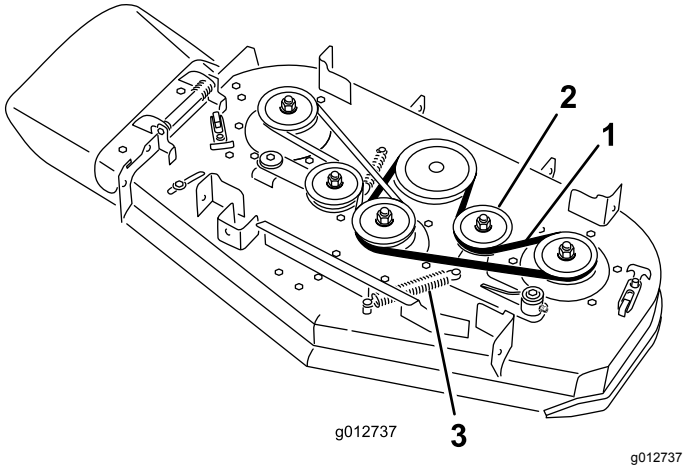

Rysunek 66
5. Zdejmij sprężynę z kołka zaczepu na jałowym kole pasowym (Rysunek 66).
6. Zdejmij zużyty pasek kosiarki (Rysunek 66).
7. Załóż nowy pasek wokół koła pasowego podwozia tnącego, wokół koła sprzęgła i jałowego koła pasowego (Rysunek 66).
8. Załóż sprężynę na kołek zaczepu (Rysunek 66).